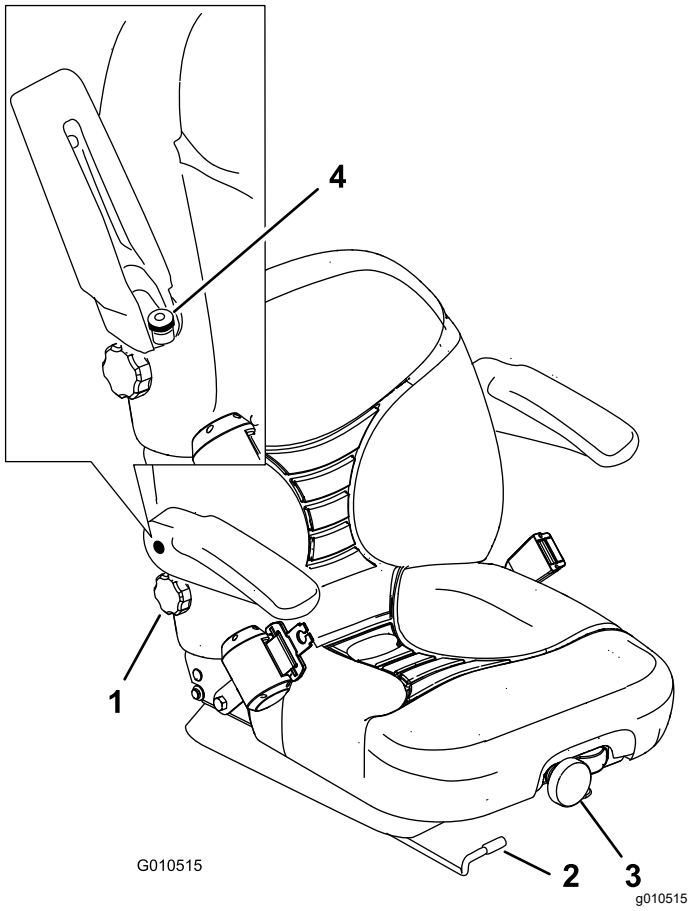

Figur 29
1. Flytt spaken sidelengs for å låse opp setet (Figur 29).
Hvis du vil justere setet, dreier du den fremre knotten enten til høyre eller venstre for å gi best mulig komfort (Figur 29).
Drei knotten under det høyre armlenet i begge retninger for å gi best mulig komfort (Figur 29).
Hev armlenet og drei knotten enten til høyre eller venstre for å gi best mulig komfort (Figur 29).